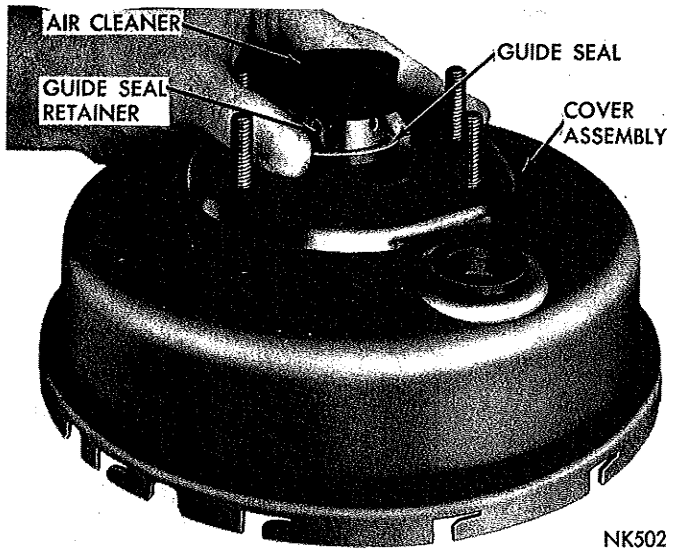

*Fig. 9—Removing or Installing the Air Cleaner, Seal and Retainer*
retainer from cover (Fig. 9).
(2) Install a new cover seal on retainer and lubricate thoroughly inside and out with silicone grease, then install in cover bore. Refer to (Fig. 9). Install a new air filter.